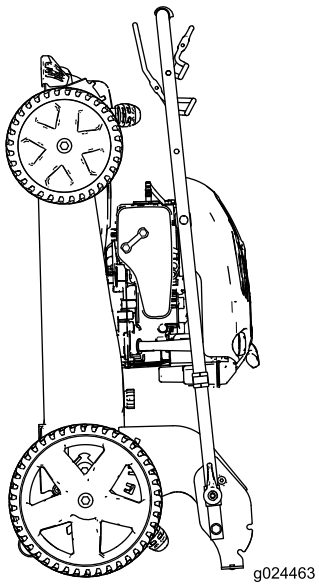

Figur 19
6. Hev den fremre delen av maskinen ved hjelp av håndtaket, og flytt den til en oppbevaringsplass (Figur 19).